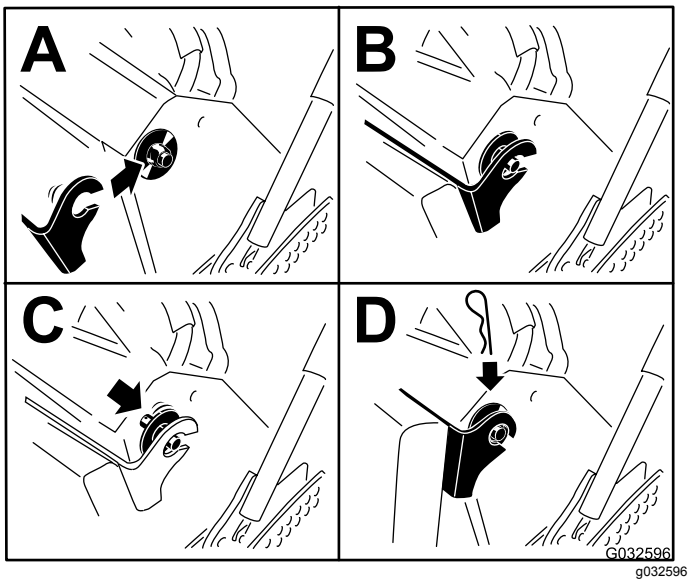

Rysunek 34
6. Unieś poduszkę i nasuń ją na sworznie po obu stronach maszyny (Rysunek 34).
7. Nasuń duże podkładki z tulejami tworzywowymi na wspornik poduszki i zamocuj je sworzniem z zawleczką (Rysunek 34).